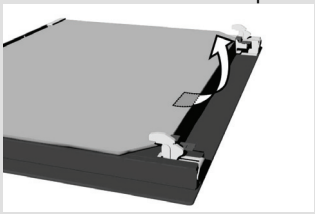

рис. 2
- Возьмите стекло дверцы за нижний край, немного приподнимите, чтобы оно освободилось из держателя, и снимите (рис. 2).